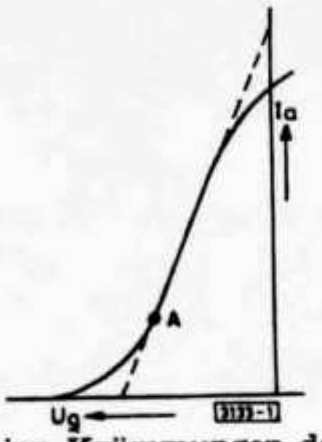

Abb. 1. Röhrenkennlinie und Lage des Arbeitspunktes
linien-Krümmungen der Röhren, wobei das Ausmaß der Verzerrungen weitgehend durch die Kennlinienform und die Wahl des Arbeitspunktes (A) bestimmt wird **(Abb. 1)**. Leider sind unsere Röhren-Kennlinien nicht ideal, sondern mehr oder weniger gekrümmt; daher läßt sich ein völlig verzerrungsfreier Betrieb nicht verwirklichen. Eine Röhre verstärkt zwar mühelos ein einzelnes Signal (z. B. einen Träger oder einen Einzelton), es zeigen sich aber unerfreuliche Mischeffekte, wenn der Röhre verschiedene Signale gleichzeitig zugeführt werden. Das bedeutet, daß bei Sprache, die aus einer Vielzahl von Frequenzen besteht, durch den Mischeffekt unseres sogenannten Linearverstärkers Verzerrungen entstehen. Zur Bestimmung dieser Mischverzerrungen wird heute allgemein der sogenannte Zweitontest angewandt. Dabei werden dem Verstärker zwei Frequenzen gleicher Amplitude zugeführt, und das Ausgangssignal wird auf unerwünschte Mischprodukte untersucht. Die Verzerrungsprodukte fallen in das Gebiet der Grundwelle und der verschiedenen Oberwellen (**Abb. 2** a). Die Abstimmkreise des Verstärkers sorgen für die Unterdrückung der Oberwellen und der gradzahligen Mischprodukte. Die ungeraden Verzerrungsprodukte fallen jedoch unglücklicherweise in die Nähe der Ausgangsfrequenz des Verstärkers und können daher nicht durch einfache Abstimmkreise beseitigt werden (Abb. 2 b). Diese unerwünschten Frequenzen, die bei einem mangelhaft dimensionierten oder falsch abgestimmten Linearverstärker entstehen, machen sich als „Splatter" bemerkbar.